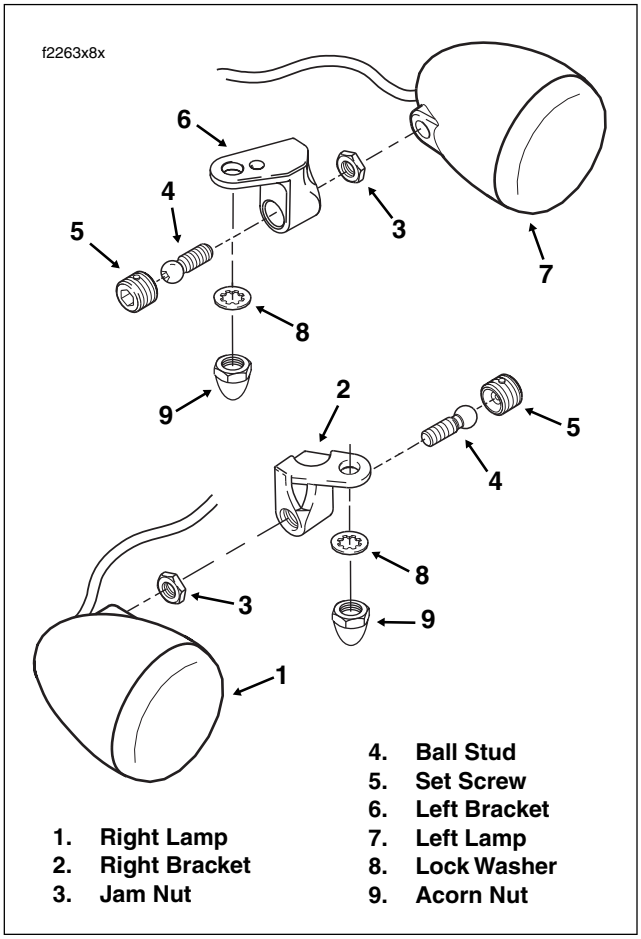

Figure 8-59. Front Turn Signal Lamp Brackets (FLHRS)
a. Using a 1/4 inch allen head socket, remove set screw from turn signal lamp bracket. See Figure 8-59.
1. Using a 1/4 inch allen head socket, loosen set screw in turn signal lamp bracket. See Figure 8-59.